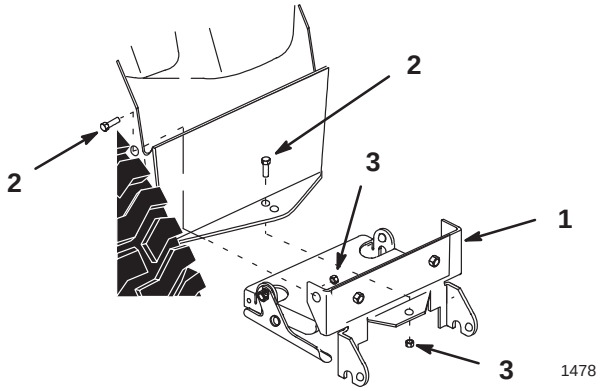

Figure 5
1. Install rear mounting plate\blade bracket assembly under and inside rear frame member with short tongue rearward (Fig. 5).
2. Secure with (3) 1/2 x 1-1/4” bolts and 1/2”lock nuts at holes in frame side members and tractor hitch forward hole (Fig. 5).